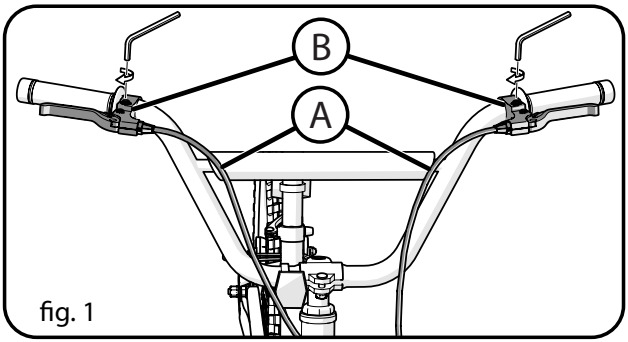

fig. 1
- Faire pivoter les leviers de freins Ⓑ dans une position d'utilisation confortable et serrer de façon sécuritaire. (**fig. 1**).